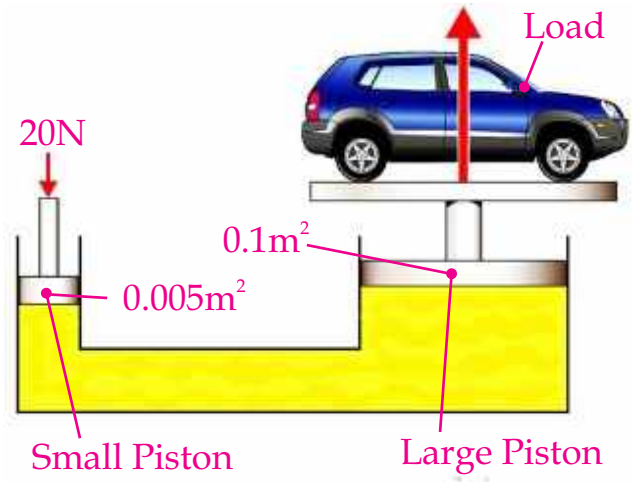

Fig 5.15
9. The Fig 5.15 shows a basic hydraulic system that has small and large pistons of cross section area of 0.005 m^2 and 0.1 m^2 respectively. A force of 20N is applied to small piston. Calculate